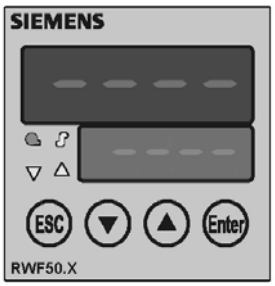

Fig. 40 - Regolatore modulante
Legenda Fig. 40
- Portare in posizione ON l'interruttore **A** sul pannello di controllo del bruciatore (Fig. 40).